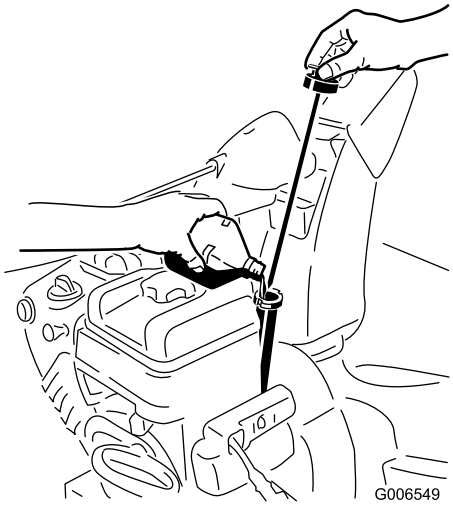

Figur 32
2. Fjern målepinden, og kontroller oliestanden (Figur 32). Hvis oliestanden er under mærket Add (fyld på), skal du påfylde olie. Se afsnittet Påfyldning af olie på motoren.